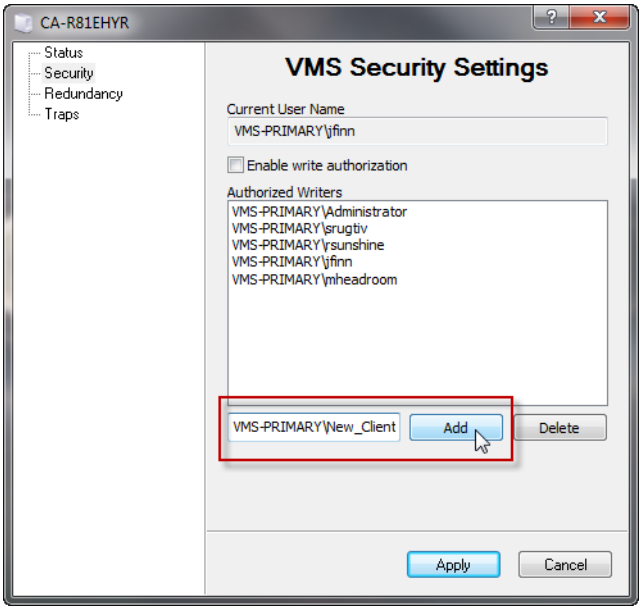

Figure 3-19 Server Properties, VMS Security Settings
2. Select the **Security** dialog, as shown in figure 3-19.